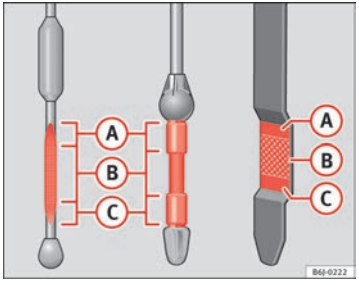

Fig. 163 Engine oil dipstick
– Then pull it out once more and check the oil level ⇒ page 236, fig. 163. Top up with engine oil if necessary.